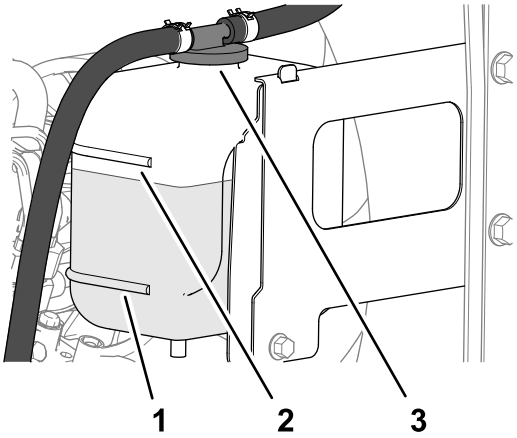

Figur 108
3. Kontrollera kylvätskenivån i expansionstanken (Figur 108).